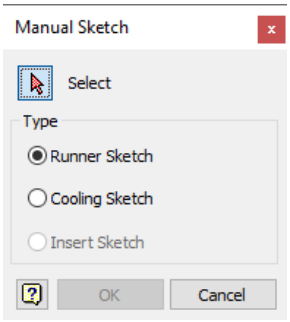

Figure 19-59 *The* ***Manual Sketch*** *dialog box*
1. Choose the **Manual Sketch** tool from the **Auto Runner Sketch** drop-down in the **Runners and Channels** panel in the **Mold Layout** tab of the **Ribbon**; the **Manual Sketch** dialog box is displayed, as shown in Figure 19-59.